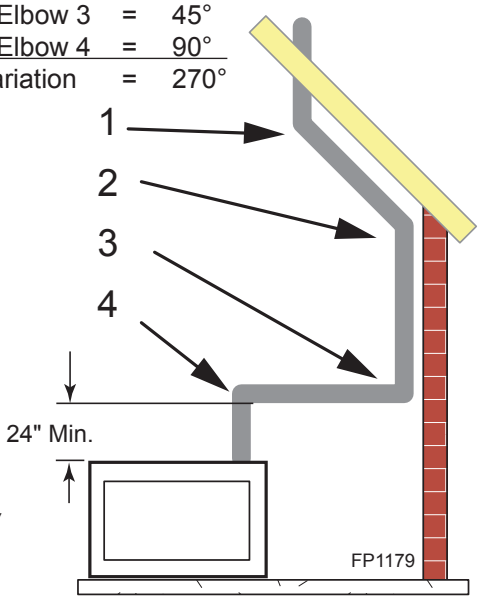

Figure 23 - Maximum Elbow Usage
- Two sets of 45°elbows offsets may be used within the vertical sections. From 0 to a maximum of 8' (2.5 m) of vent pipe can be used between elbows. *Figure 23*
- The maximum angular variation allowed in the system is 270°. *Figure 23*
NOTE: Pay special attention to these installation instructions for required clearances (air space) to combustibles when passing through ceilings, walls, roofs, enclosures, attic rafters, etc. Do not pack air spaces with insulation. Also note maximum vertical rise of the venting system and any maximum horizontal offset limitations. Offsets must fall within the parameters shown in *Figures 23 and 24*.